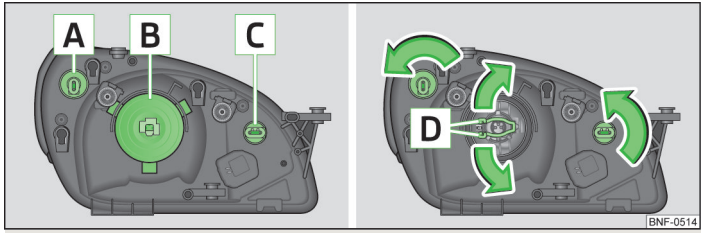

Fig. 127 **Left headlight - engine compartment: Arrangement/lamp removal**
A - Front turn signal light » Fig. 127
- Turn the bulb holder A » Fig. 127 anti-clockwise **up to the stop** and remove.
- Remove the connector on the bulb B » Fig. 127 .
- Turn the bulb holder C » Fig. 127 up to the stop in an **anti-clockwise** direction and remove.